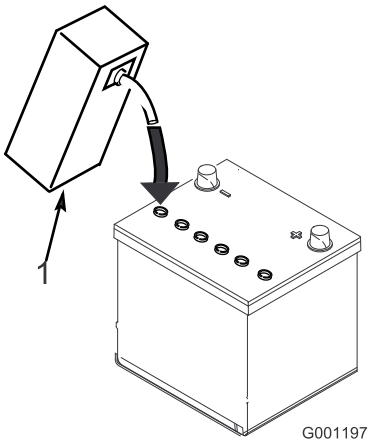

**Figur 10**
3. Fyld forsigtigt hver celle med elektrolyt, indtil pladerne er dækket med ca. 6 mm væske (Figur 10).
4. Vent ca. 20 til 30 minutter, mens elektrolytten trænger ind i pladerne. Efterfyld efter behov for at bringe elektrolytstanden op til ca. 6 mm fra bunden af påfyldningshullet (Figur 10).